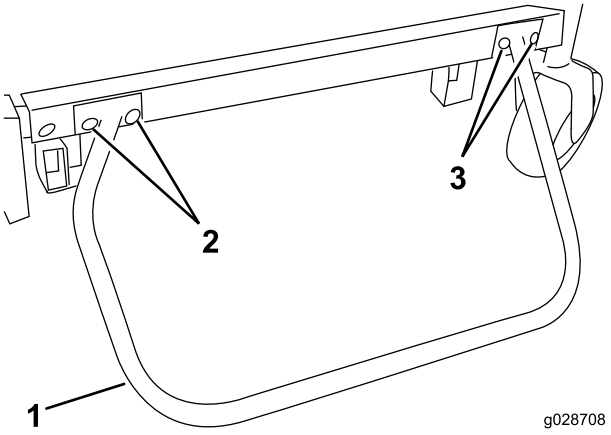

Figura 17
2. Do lado direito da estrutura de suporte, remova os dois parafusos frontais (1/2–13 x 1-1/2 pol.) que fixam a estrutura do suporte ao braço de elevação (Figura 17).
4. Monte o para-choques e fixe-o com dois parafusos (1/2–13 x 1–1/2 pol.) na conexão da estrutura de suporte/braço de elevação e dois parafusos (3/8–16 x 1 pol.) e duas porcas de bloqueio flangeadas (3/8 pol. – 16) no local do suporte frontal. Aperte os parafusos (1/2–13 x 1-1/2 pol.) com 95–108 N-m (Figura 17).